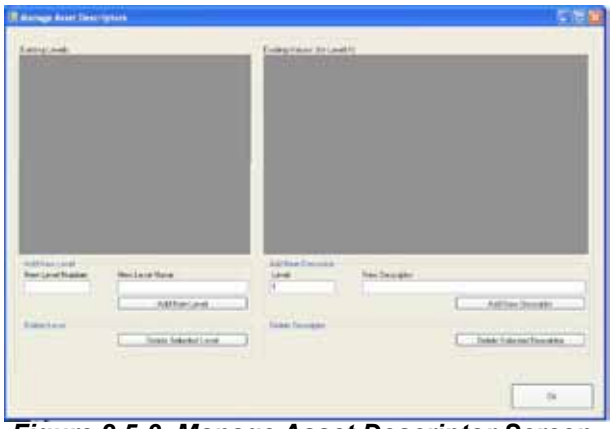

Figure 2.5-3, Manage Asset Descriptor Screen
3. Since this is the first time descriptor levels are added, the "Existing Levels:" fields will be empty, Figure 2.5-3. Note the "Add New Level" area below the "Existing Level:" fields. This area has two empty fields, "New Level Number;" and "New Level Name:".